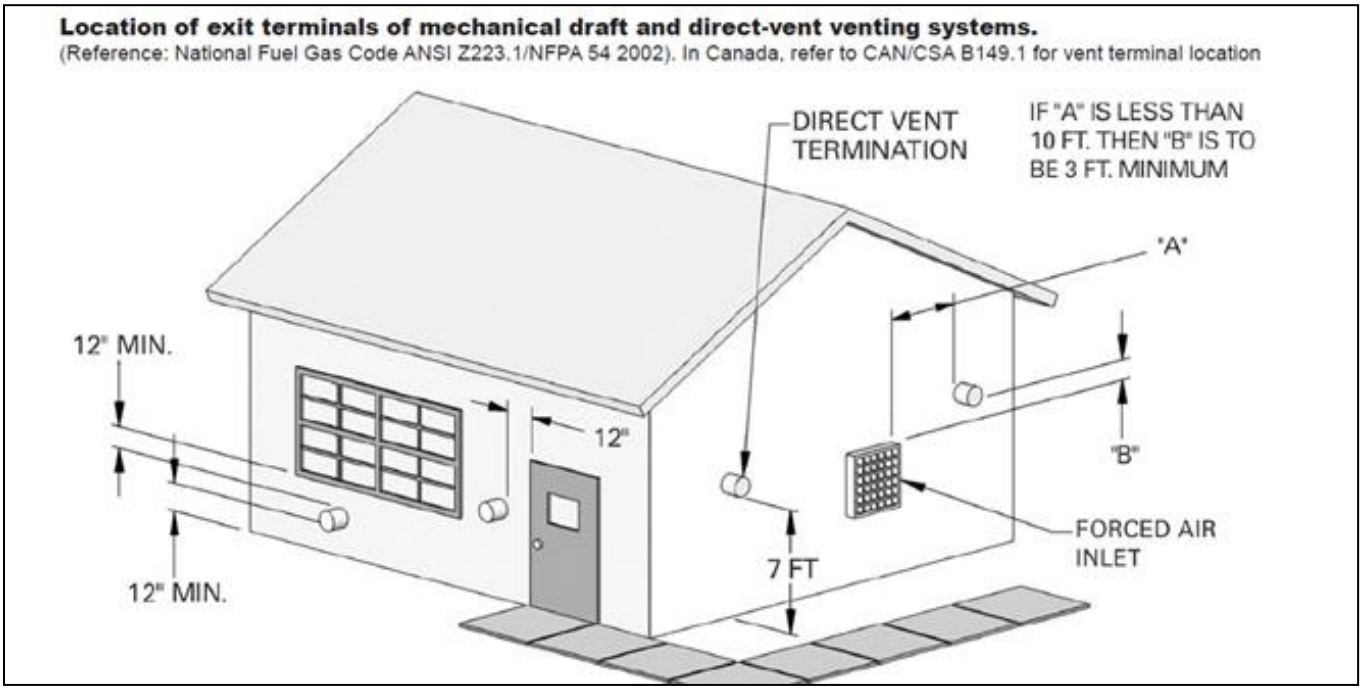

Figure 11
- Follow required minimum clearances located in Figure 11.